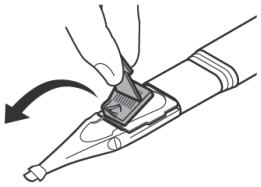
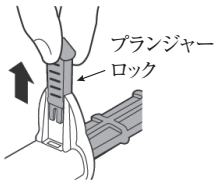

図 2a
図 2b
6. 矢印タブをつまみ、レンズストッパーを引き上げながら前方に曲げて取り外す(図 2a)。プランジャーロックをつまみ、真上に引き上げて本体から取り外す(図 2b)。眼内レンズに損傷を与える恐れがあるため、レンズストッパーを取り外した後に粘弾性物質の追加充填を行わないこと。プランジャーに損傷を与える恐れがあるため、プランジャーロックを取り外した後にプランジャーを引き抜かないこと。